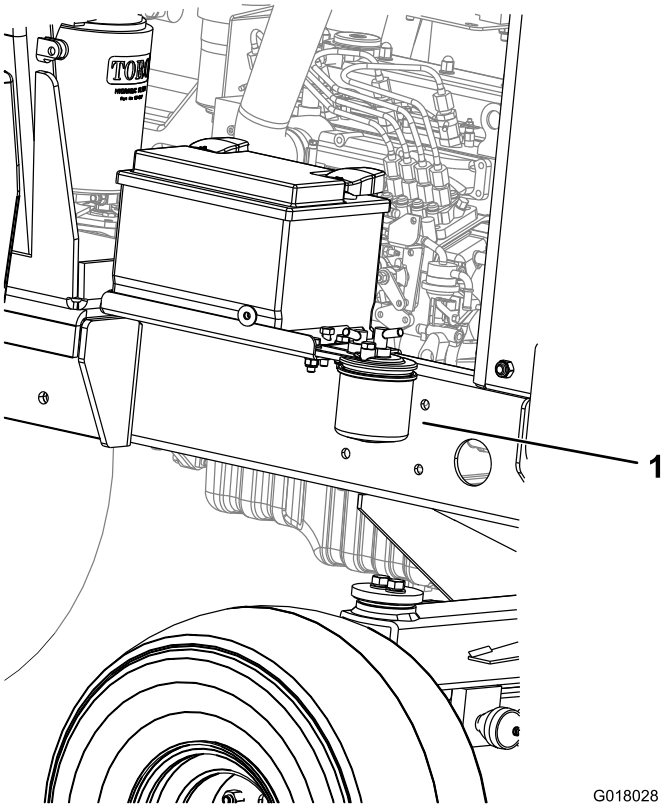

Figur 54
1. Anbring en ren beholder under brændstoffilterskålen (Figur 54).